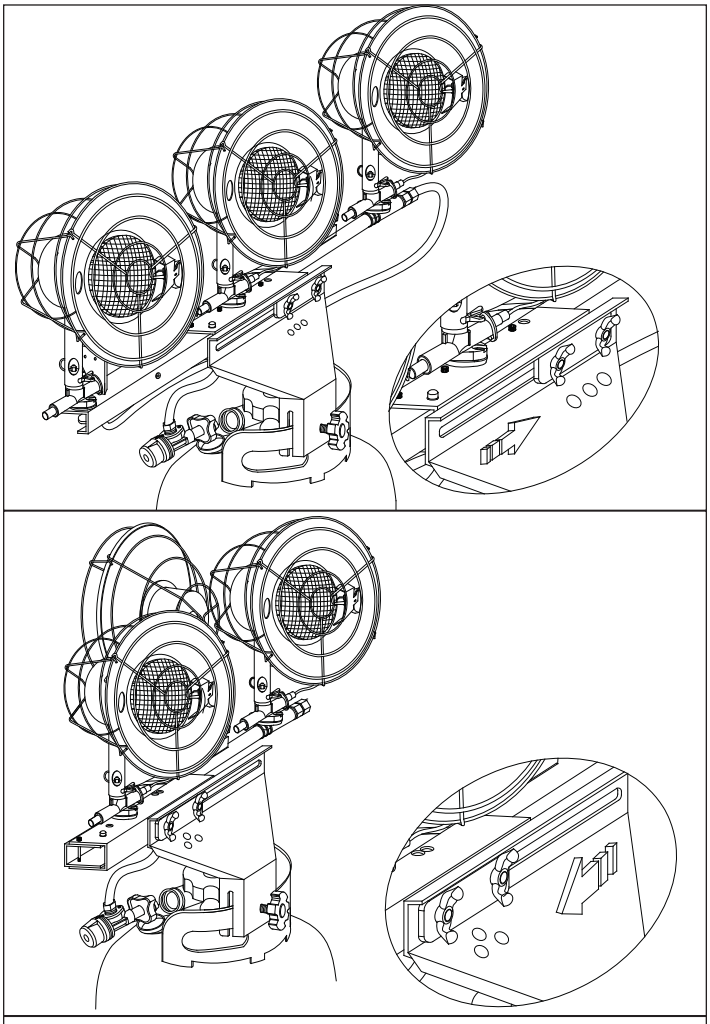

Figure 4. HS-47-TTC: choix concernant la position du brûleur.
4. Référez à la Figure 4 pour déterminer les options de positionnement des brûleurs.